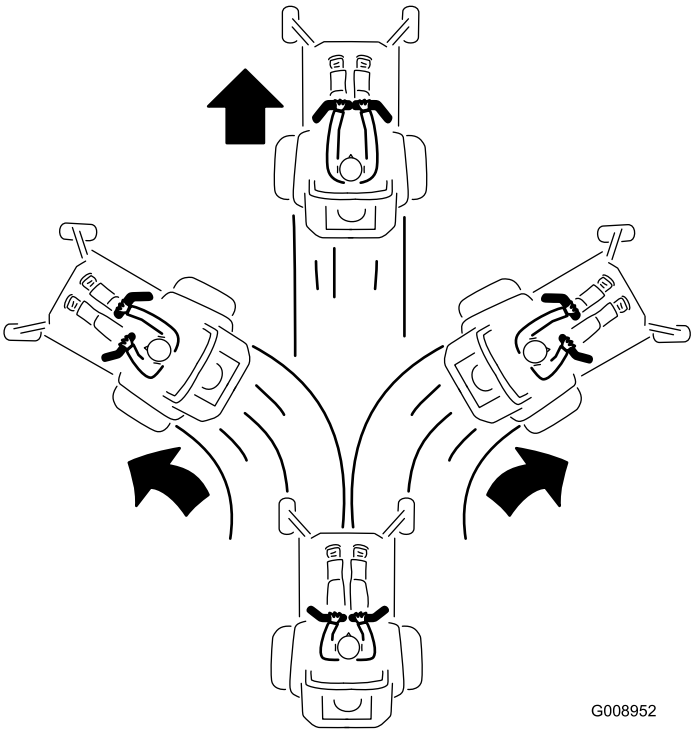

**Figur 24**
3. Kør fremad ved langsomt at skubbe bevægelseshåndtagene fremad (Figur 24).